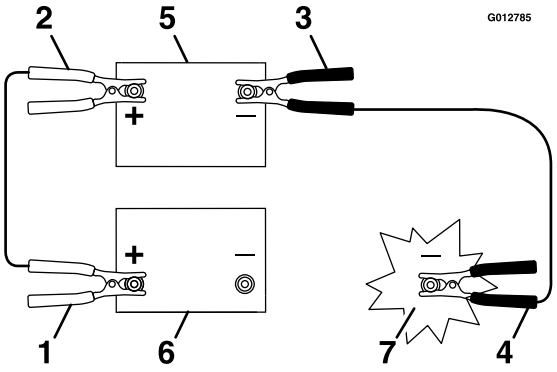

Figure 25
3. Connect the positive (+) cable to the positive (+) terminal of the discharged battery that is wired to the starter or solenoid as shown in Figure 25.